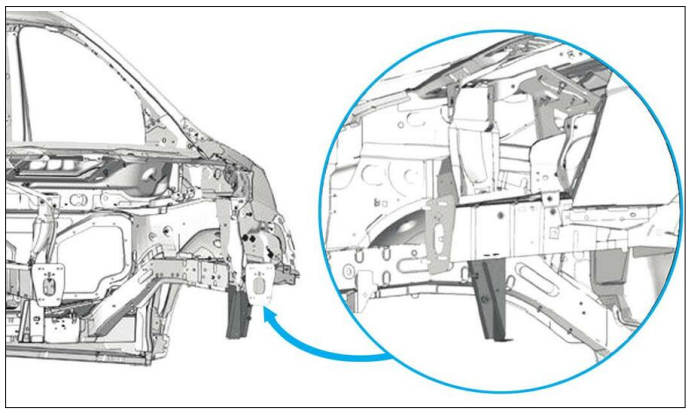

**FIG. 23**
• Souder par cordons **(Fig.23)**.